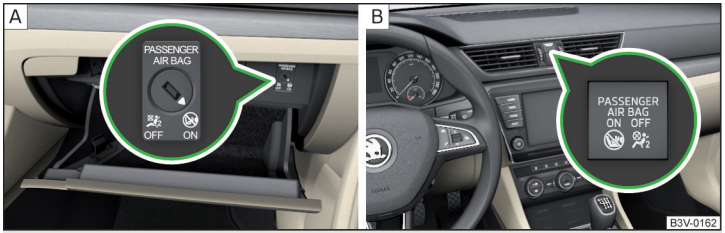

Fig. 13 **Conmutador de llave para el airbag lateral del acompañante/Testigo para el airbag delantero del acompañante**
El airbag frontal del acompañante se puede desconectar con el conmutador de llave » fig. 13 *de la pág. 21* - A.
Posiciones del conmutador de llave » fig. 13 - A
- Gire con la llave del vehículo cuidadosamente la ranura del conmutador de llave a la posición » fig. 13 - A **OFF**.
- Compruebe si, tras conectar el encendido, se enciende el testigo **OFF** bajo el rótulo **PASSENGER AIR BAG** » fig. 13 - B.
- Gire con la llave del vehículo cuidadosamente la ranura del conmutador de llave a la posición » fig. 13 - A **ON**.
- Compruebe si, tras conectar el encendido, se enciende el testigo **ON** bajo el rótulo **PASSENGER AIR BAG** » fig. 13 - B.